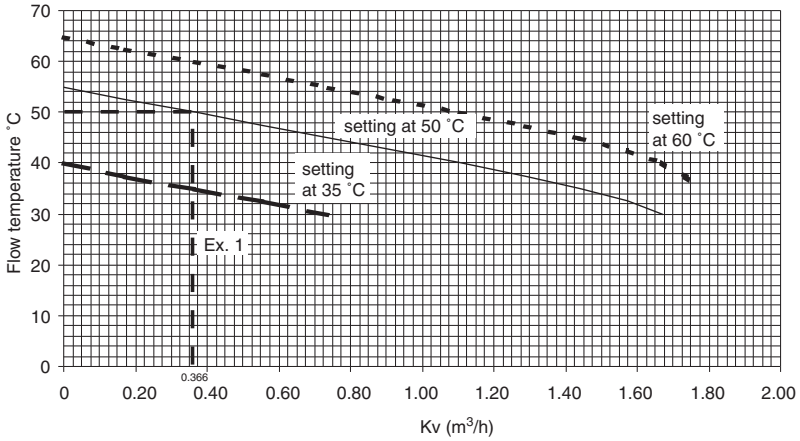

*Fig. 17*
- When designed flow have been calculated, use the fig. 17 on page 9.